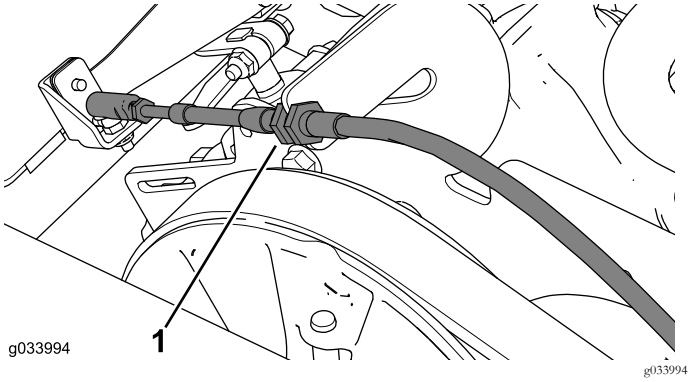

Figur 10
4. Koppla bort växelvajern från växelvajerns fäste och ta bort den (Figur 10).